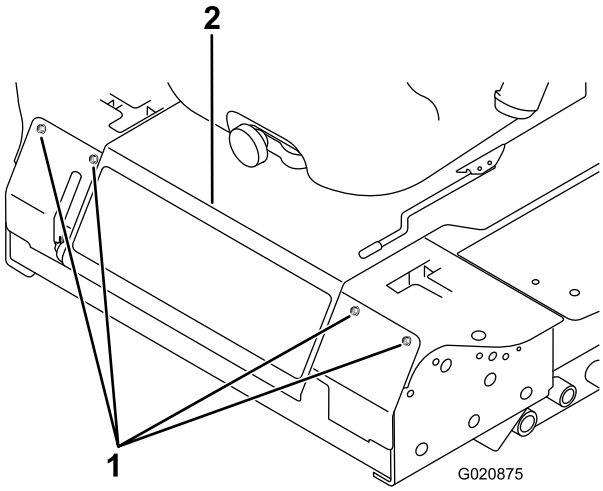

Rysunek 52
3. Usuń śruby mocujące panel przedni i zdejmij go (Rysunek 52).